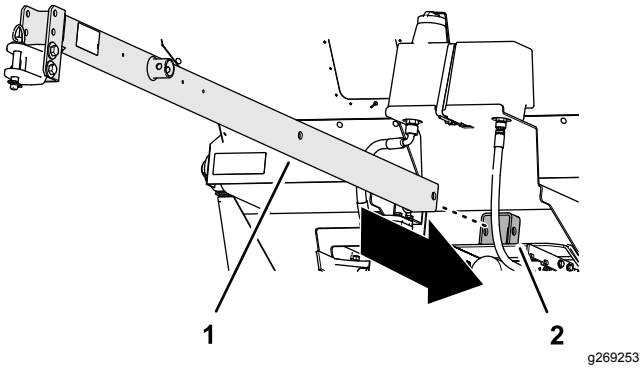

**Figur 3**
1. Sæt trækstangen igennem det forreste modtagerrør, maskinens stel og det bageste modtagerrør (Figur 3).